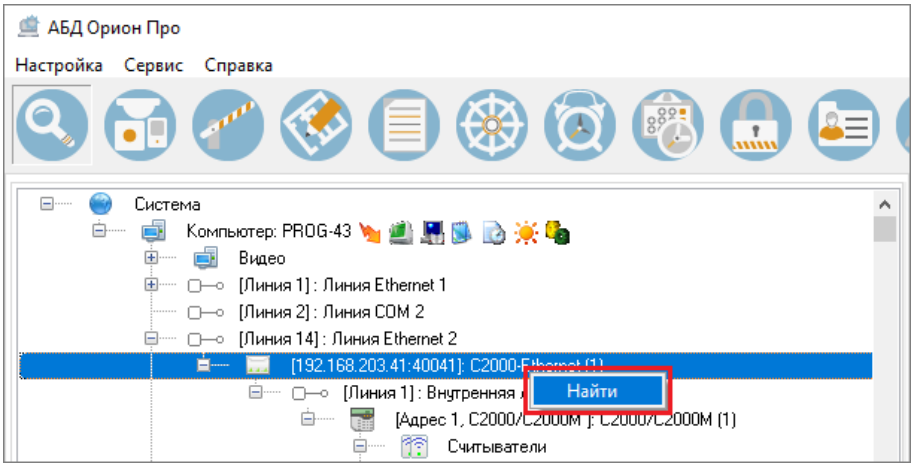

Рисунок 6-28 Вызов окна Поиск для поиска элемента в структуре объекта C2000-Ethernet
1) выберите команду «Найти» в контекстном меню того узлового элемента, в структуре которого необходимо найти элемент (см. Рисунок 6-28);